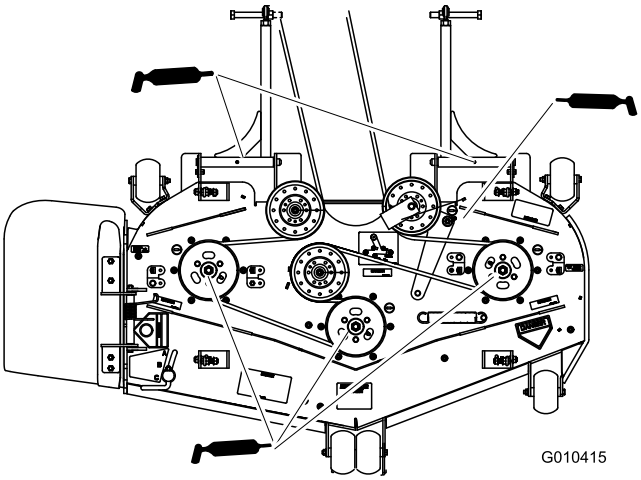

Figuur 37
4. Smeer de drie aslagers totdat er vet bij de onderste afdichtingen naar buiten komt (Figuur 37).
5. Pomp vet in de arm van de spanpoelie op het maaidek (Figuur 37).
6. Pomp vet in de smeernippels op de duwarmen (Figuur 37).